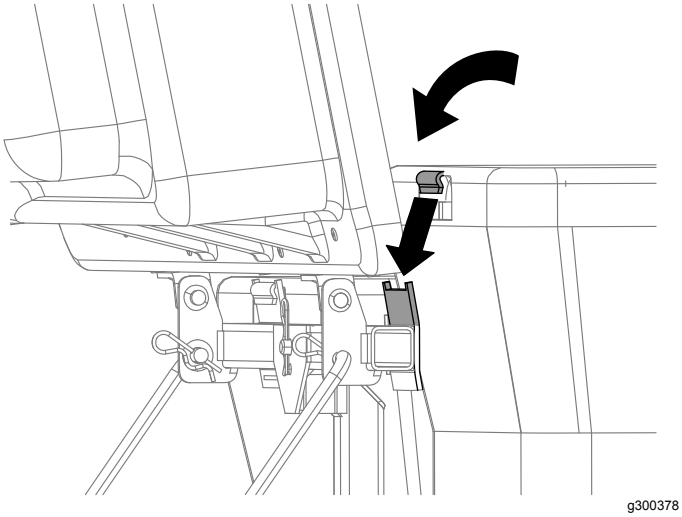

Figur 21
4. Løft oppsamlertoppen, og monter posene ved å føre poserammekrokene inn på festebrakettene (Figur 21).